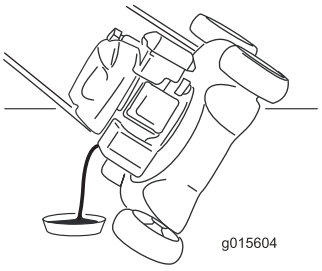

Figuur 26
5. Kantel de machine op de zijkant (met de peilstok omlaag) om de gebruikte olie via de vulbuis weg te laten lopen (Figuur 26).